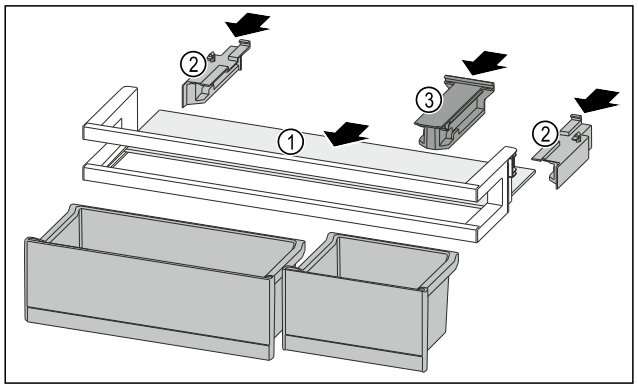

Fig. 138
- ▶ Iebīdiet plauktu *Fig. 138 (1)* sānu padziļinājumos.
- ▶ Ievietojiet sānu daļas *Fig. 138 (2)*.
- ▶ Ievietojiet atbalsta daļu *Fig. 138 (3)*.